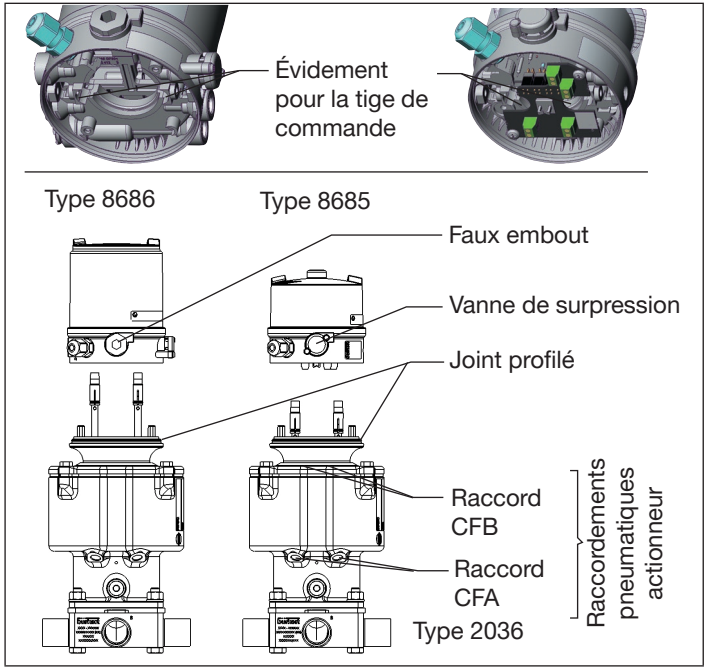

Fig. 12: Montage de la tête de recopie de position / tête de commande
Ce manuel d'utilisation décrit l'installation de la tête de recopie de position type 8685 et de la tête de commande type 8686 sur une vanne Type 2036 avec un actionneur. Les spécifications s'appliquent également aux vannes type 2036 avec 2 actionneurs ou aux clusters de vannes de type 2034 lorsqu'ils utilisent des composants Robolux. Ici, les spécifications s'appliquent également si l'actionneur, le kit d'adaptateurs et la tête de recopie de position / tête de commande sont dans la position indiquée à la « Fig. 12 »
- Veillez à la position correcte de la tête de recopie de position / tête de commande par rapport à l'actionneur : Le faux embout ou la vanne de surpression doit se trouver du côté des raccordements pneumatiques de l'actionneur (voir « Fig. 12 »).